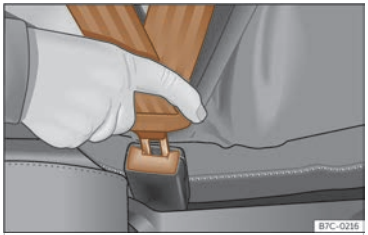

Fig. 23 Inserir la llengüeta del cinturó de seguretat en el seu tancament.
- Encasteu la llengüeta en el tancament del seient corresponent ››› fig. 23.